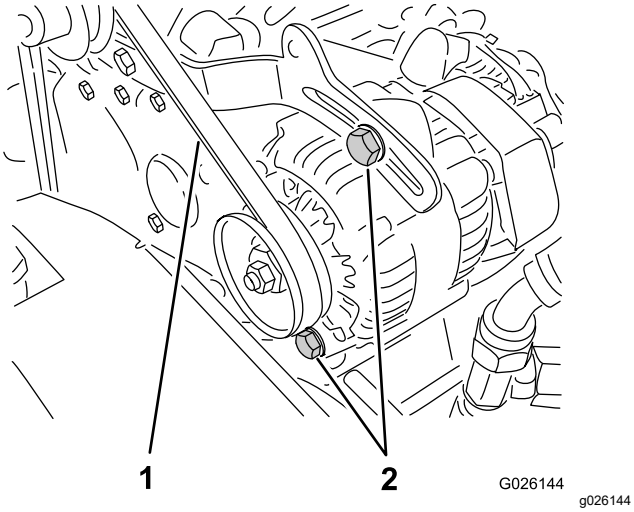

Figuur 62
2. Controleer de spanning door de riem midden tussen poelies van de krukas en de wisselstroomdynamo in te drukken met een kracht van 10 kg (Figuur 62).
A. Draai de 2 montagebouten van de wisselstroomdynamo los (Figuur 62).
B. Draai met een breekijzer de wisselstroomdynamo totdat de riem de correcte spanning heeft; zet de montagebouten daarna vast (Figuur 62).